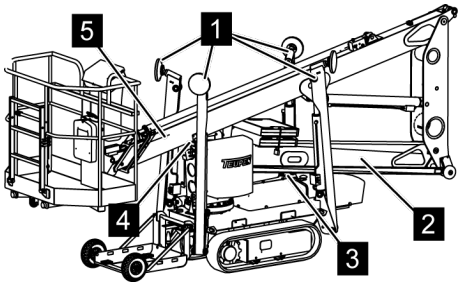

Fig. 58: Transport position
- The outriggers (Fig. 58/1) are retracted.
- The lower boom (Fig. 58/2) is on the transport lock (Fig. 58/3).
- The upper boom (Fig. 58/5) is on the transport lock (Fig. 58/4).